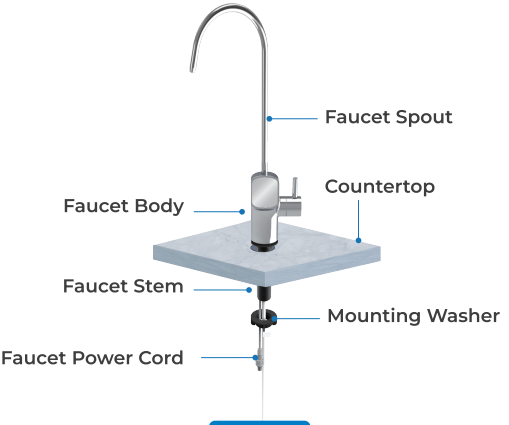

Figure 6
1. Insert the faucet spout into the faucet body **(Figure 6)**.